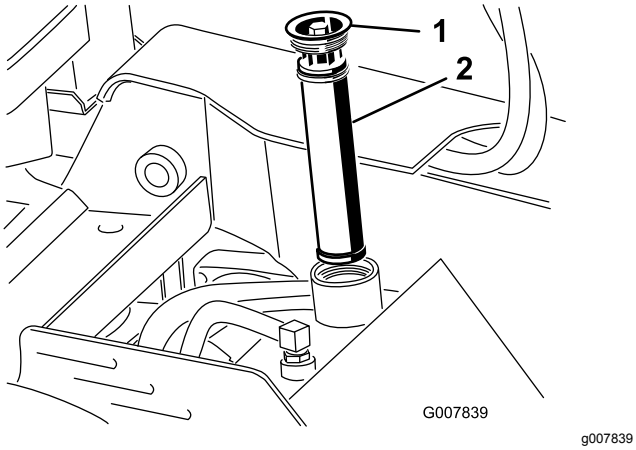

**Figuur 18**
5. Maak schoon rond de vulbuis van de hydraulische tank en verwijder de dop en het filter uit de vulbuis met een dopsleutel (Figuur 18).